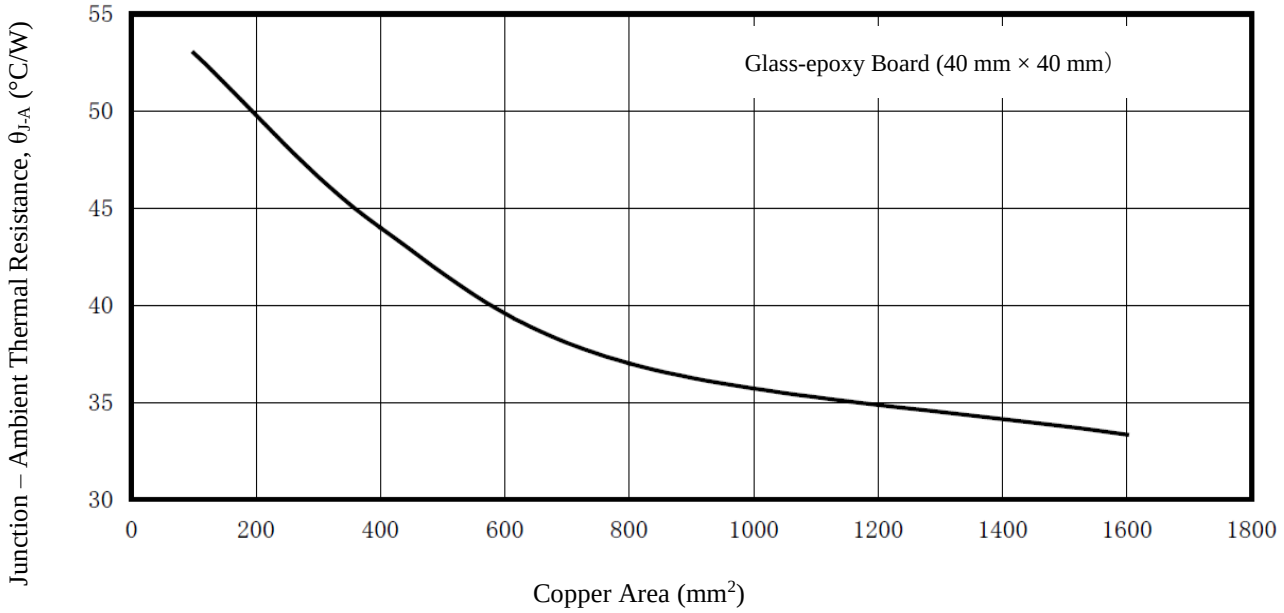

Figure13-3 Thermal Resistance – Copper Area Reference Characteristics
Figure13-3 shows the derating of the IC. When using the IC, ensure a sufficient margin.
(3) Determine the copper area by confirming the intersection of ambient temperature and power dissipation by the thermal derating characteristics shown in Figure13-3.
For reference, Figure13-3 shows the relationship between the copper area and thermal resistance of a single-sided copper foil board, FR-4.